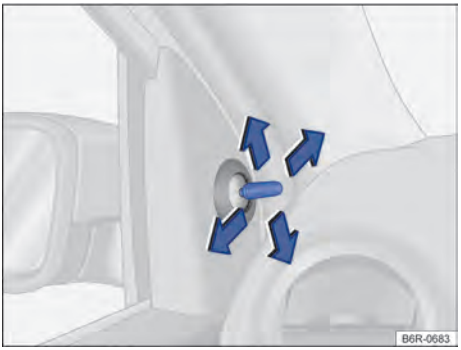

Fig. 80 En las puertas delanteras: mando de ajuste de los espejos retrovisores exteriores mecánicos.
– Mover el botón de ajuste en el revestimiento de las puertas delanteras → fig. 80.